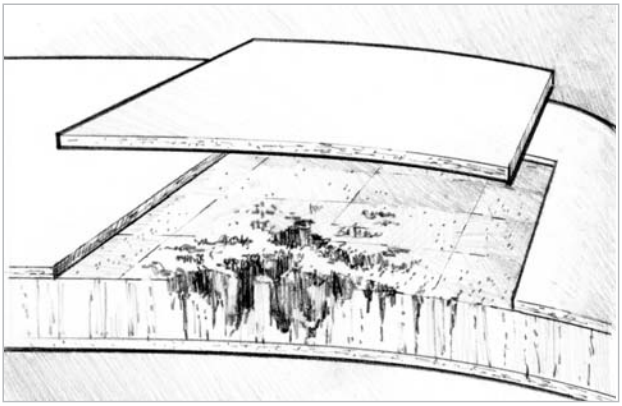

Figure 5-5 *Cut through the skin only, outside of the area of delamination. Pry the skin carefully away from the core material.*
2. Remove the skin *(Figure 5-5)*. The skin should separate easily in areas where the core is damaged or wet. In areas where the skin is well bonded to the core, use a chisel or thin blade between the skin and core to pry the skin away from the core material. Be careful not to bend the skin too much or gouge the core. Applying heat to the joint with a heat gun will also help to soften the skin core bond. Be careful not to overheat the skin.